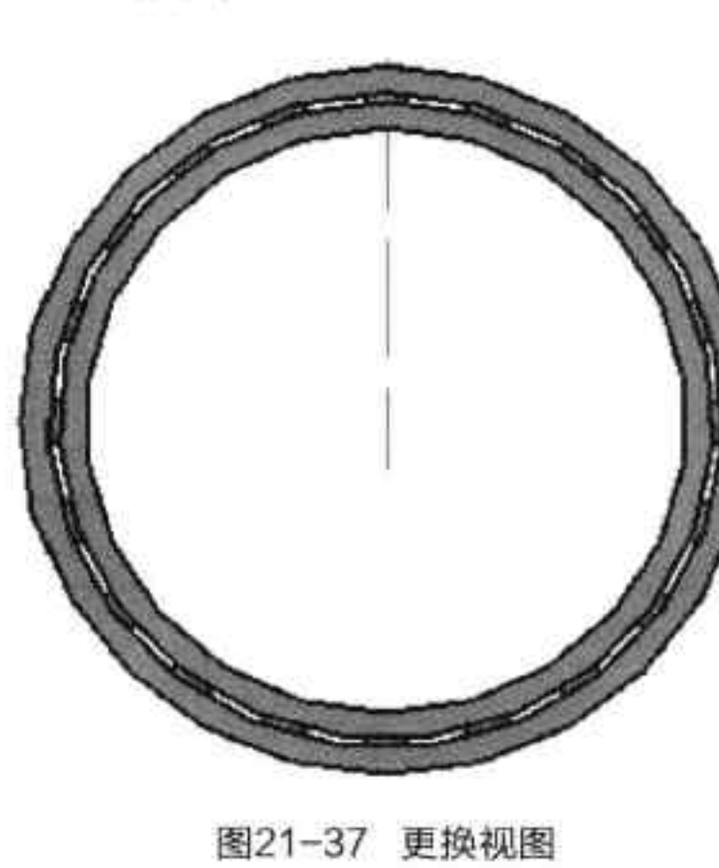

图21-37 更换视图
Step 22 执行“常用 > 视图 > 视觉样式”命令，在下拉列表中选择“概念”选项，设置为左视图，如图 21-37 所示。